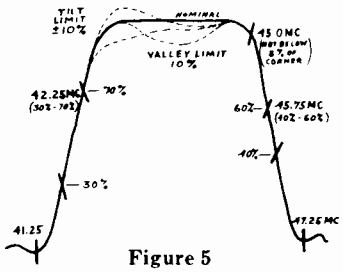

Figure 5
10. Adjust the overcoupled I-F circuit, T101 (on top of the R-F Tuner) and the slug of L201 to obtain a curve similar to that shown in Figure 5. With certain types of sweep generators this method is not usable due to the spureous response curves obtained on the scope which are caused by the various harmonics of the generator. Under these conditions the overcoupled stage should be aligned as in step 6 of alternate method of I-F alignment. The 42.25 MC marker must fall within 30% to 70% of maximum amplitude of the curve on one side and the 45.75 MC marker must fall within 40% to 60% of maximum on the other side. The valley of the curve should not exceed 10% and the tilt should not be greater than + or −10%. A 45 MC marker should fall within 5% of maximum amplitude on the high frequency side of the curve.